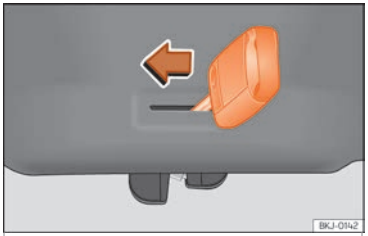

Fig. 9 Abertura de emergência da porta da bagageira.
- Introduza o palhetão da chave na ranhura e destranque o sistema de fecho, rodando a chave da direita para a esquerda, tal como indica a seta ››› Fig. 9.